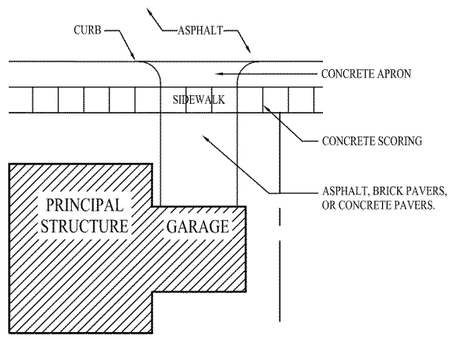

*Figure 31*
8. Front-load driveways may be asphalt, brick pavers, or concrete pavers. Aprons may be concrete. See Figure 31.